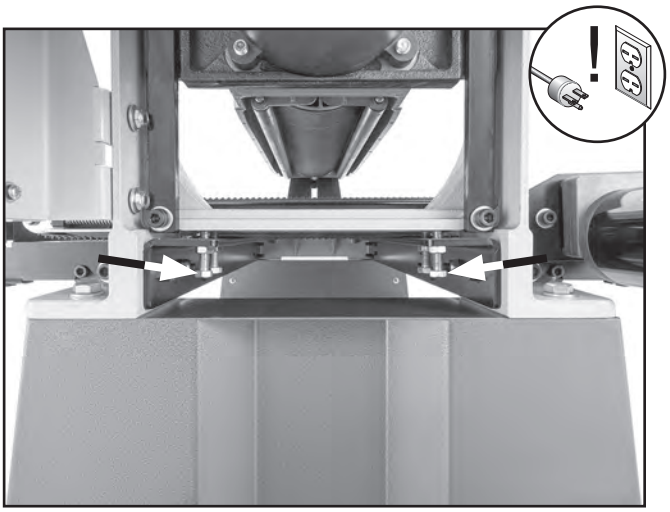

Figure 69. Adjustment hardware for left side.
— If B measurement was larger than A measurement, loosen (2) hex nuts shown in **Figure 69** and tighten (2) hex bolts until measurements are equal.